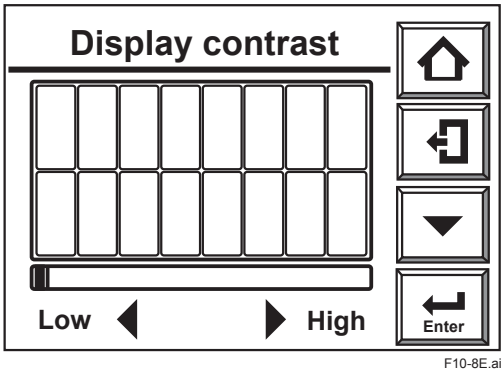

Figure 10.8 Contrast Adjustment Display
2) If you press the Enter key then the contrast adjustment display of Figure 10.8 appears.